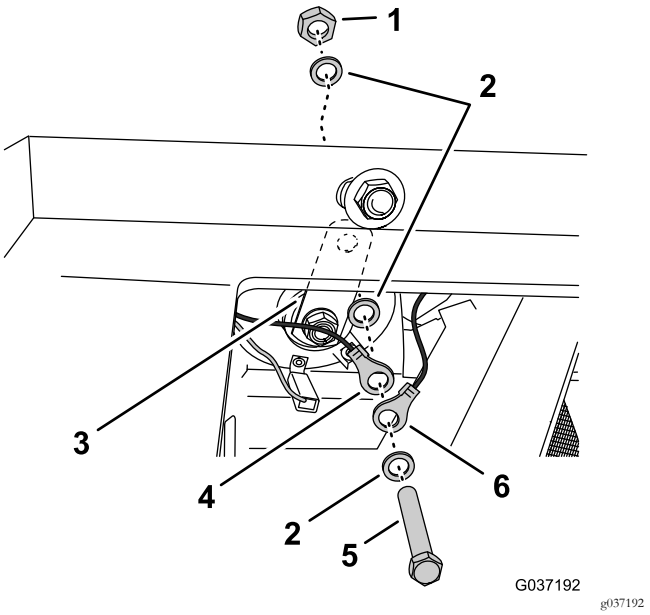

Figuur 22
4. Verwijder de bout, ringen en moer waarmee het ringcontact van de machinekabelboom en de beugel voor de claxon zijn bevestigd (Figuur 22).